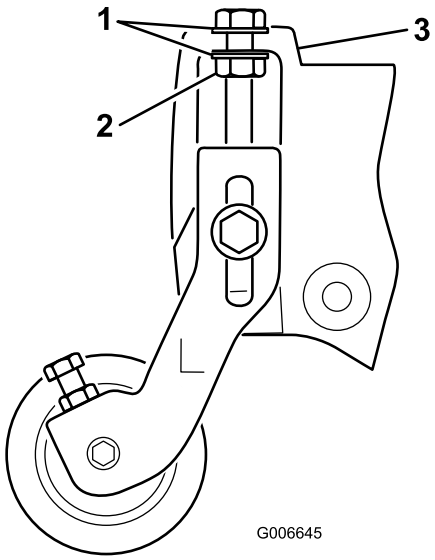

Figuur 5
Opmerking: De ringen op de stelbouten voor de maaihoogte moeten aan beide zijden van de flens op de zijplaat worden geplaatst (Figuur 5).
10. Draai de borgmoer op de stelbout voor de maaihoogte aan tot de ringen contact maken met de flens van de zijplaat. Draai vervolgens de moer een 1/2 slag terug (Figuur 5).